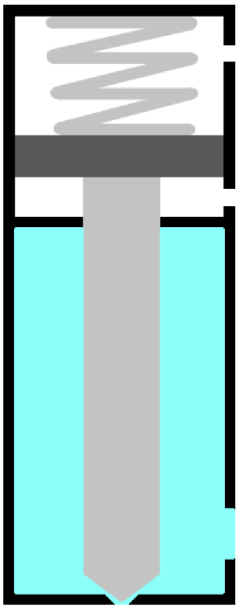
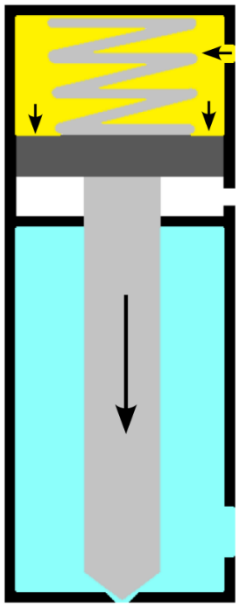
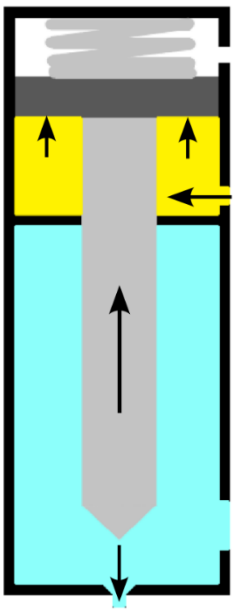

Abbildung 03 – Ruhephase einfachwirkend
Abbildung 04 – Ruhephase doppeltwirkend
Abbildung 05 – Dosierphase
Im Fall des einfachwirkenden Betriebs hält die Feder das Ventil geschlossen, daher muss der Flüssigkeitsdruck unter dem von der Feder erzeugten Druck liegen, um das Ventil geschlossen zu halten (Abbildung 03). Die Flüssigkeit befindet sich am Flüssigkeitseinlass, dessen Eingang durch die Nadel blockiert ist, die durch die Feder in Position gehalten wird. Wird der Knopf am Griff gedrückt, sendet die SPS ein Schaltsignal an das Magnetventil. Dadurch strömt Luft über den Dosiereingang ein, hebt den Kolben und damit auch die Nadel an, sodass die Flüssigkeit bis zur Düse fließen kann (Abbildung 05).
Bei doppeltwirkendem Betrieb ist die Arbeitsweise ähnlich wie bei einfachwirkendem Betrieb, nur dass neben der Feder, die das Ventil geschlossen hält, ein pneumatischer Druck vom Schließeingang des Ventils vorhanden ist (Abbildung 04). Dies ist erforderlich, wenn mit Flüssigkeitsdrücken gearbeitet werden muss, die höher sind als der von der Feder ausgeübte Druck.
- Die Flüssigkeit steht unter Druck am Flüssigkeitseinlass; im Fall des einfachwirkenden Betriebs nur mit der Feder, die den Flüssigkeitsaustritt verschließt (Abbildung 03), im Fall des doppeltwirkenden Betriebs auch mit pneumatischem Druck (Abbildung 04);
- Die Nadel hebt sich, wodurch die Flüssigkeit austreten kann (Abbildung 05);